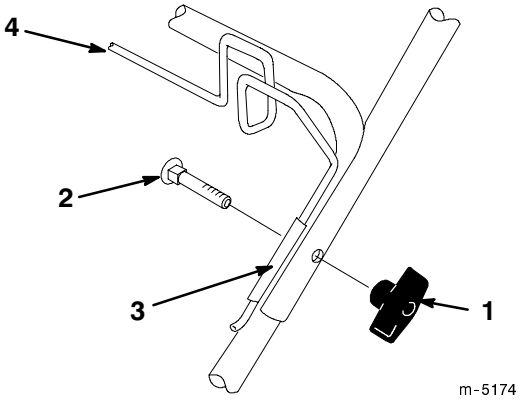

**Figure 49**
1. Remove the knob and bolt that secure the left side of the upper and lower handle sections (Fig. 49).
2. Hold a hanger clamp on the inside of one of the handle sides, and insert a bolt from the inside of the handle sections through the holes in the hanger clamp (Fig. 49).